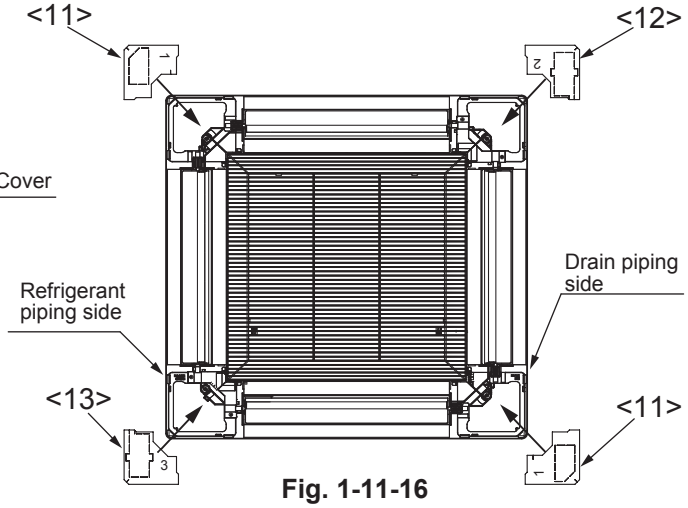

Fig. 1-11-16
3. Fit the insulators <11> to <13> onto the four corners of the ceiling panel exactly as shown in Fig. 1-11-16.